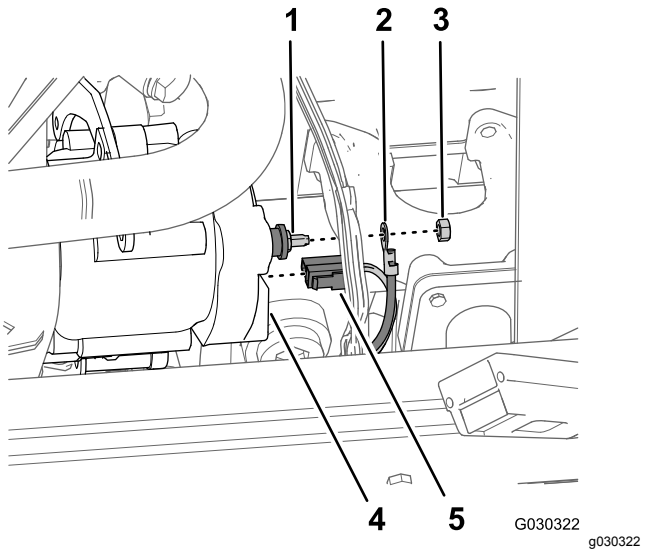

Figur 241
1. På venstre side af motorrummet skal du fjerne møtrikken (6 mm), der fastgør ringklemmen til den positive batteriledning fra generatorens pluspol (Figur 241).
2. På bagsiden af generatoren – fjern konnektoren med 2 sokler på ledningsnettet til motoren fra stikket med to flade ben på generatoren (Figur 241).